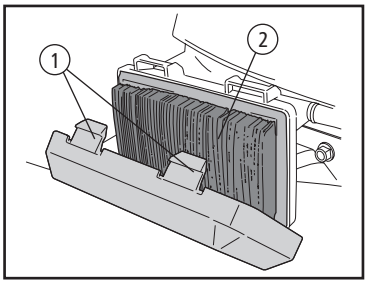

Fig. 18
**1.** Pressione as abas (1) da tampa do filtro de ar para baixo. Puxe a tampa para trás para removê-la [Fig. 18].
**2.** Remova o filtro de papel (2). Para retirar resíduos, bata o filtro (2) gentilmente contra uma superfície dura. Se o filtro estiver excessivamente sujo ou danificado, substitua-o por um filtro novo.